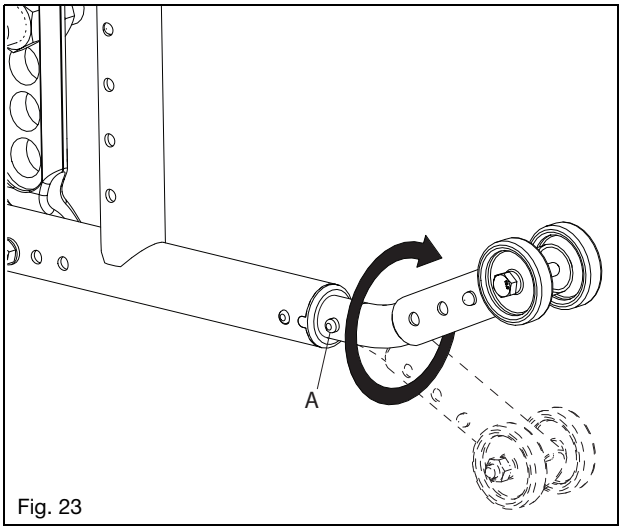

Fig. 23
1. Press the upper anti-tip tube detent button (Fig. 23:A).